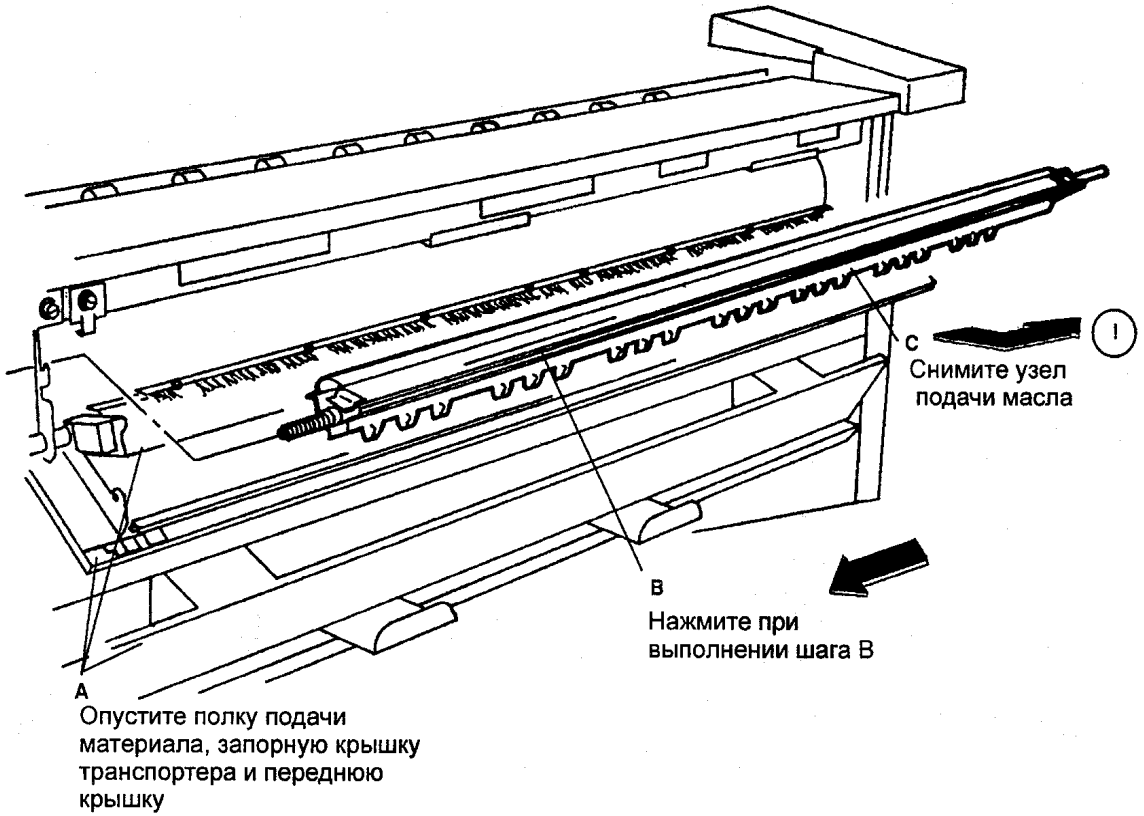

Рис. 1 Снятие узла подачи масла
3. (РИС. 1): СНИМИТЕ УЗЕЛ ПОДАЧИ МАСЛА.